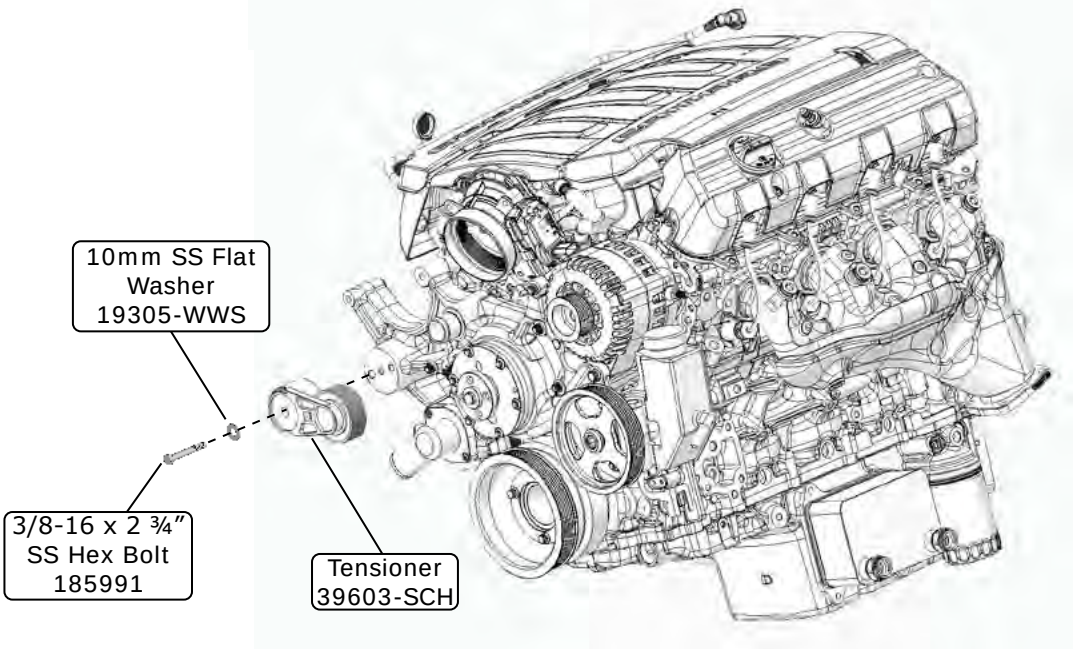

Figure 1
1. Align tensioner pins with holes in casting as shown in Figure 1, below. Secure tensioner with 10mm washer and 3/8-16 x 2 ¾" SS hex bolt torqued to 21 +/-2 lb-ft (See Figure 1, below).
1. Install the A/C compressor as shown in Figure 1, below.